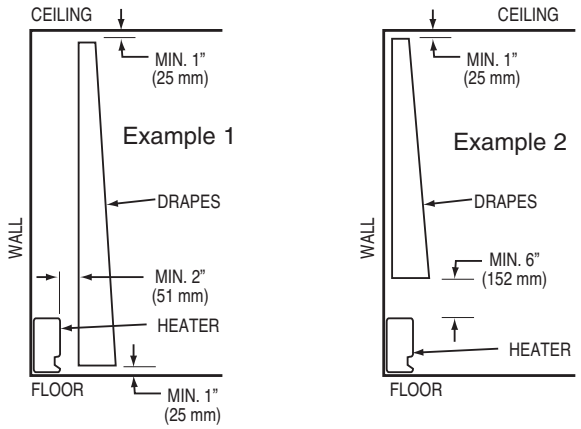

Figure 2: Clearance for Drapery
6. **CAUTION –** Heater Operates at High Temperatures. Keep Electrical Cords (including telephone and computer cables), Drapes, and Other Furnishings Away From Heater. For efficient and safe operation, we recommend maintaining a minimum of 6 inches (152 mm) clearance above and in front of the heater at all times. See Figure 2 for minimum clearance requirements for drapery.
Heater to Drapery: do not install heater where curtains or drapery will contact the heater. See Fig. 2 for required minimum clearances.